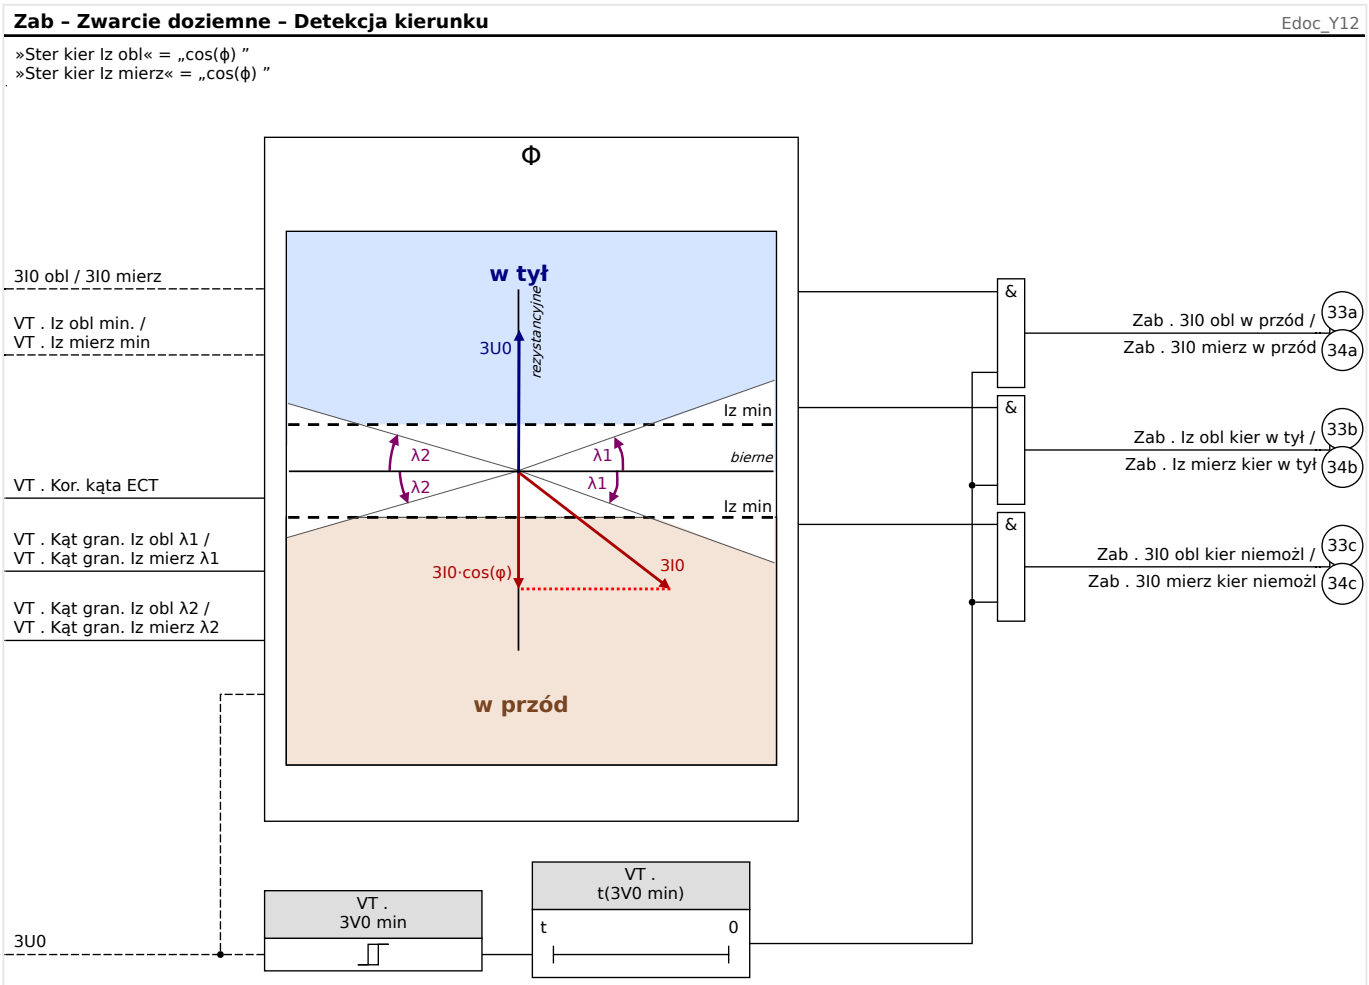

Rys. 68: Określanie kierunku metodą „cos(ϕ) ”.
- [Param Przkł / Kierunek / Watometryczne] *„Kąt gran. Iz mierz λ1”* i *„Kąt gran. Iz mierz λ2”* — kąty graniczne ograniczające wielkość obszaru wyznaczania kierunku (patrz poniższe diagramy, Rys. 68). Zaleca się rozważne ustawienie tych wartości, ponieważ dzięki temu można ograniczyć liczbę błędnych decyzji spowodowanych odchyleniami kąta w przypadku wysokich natężeń prądu.